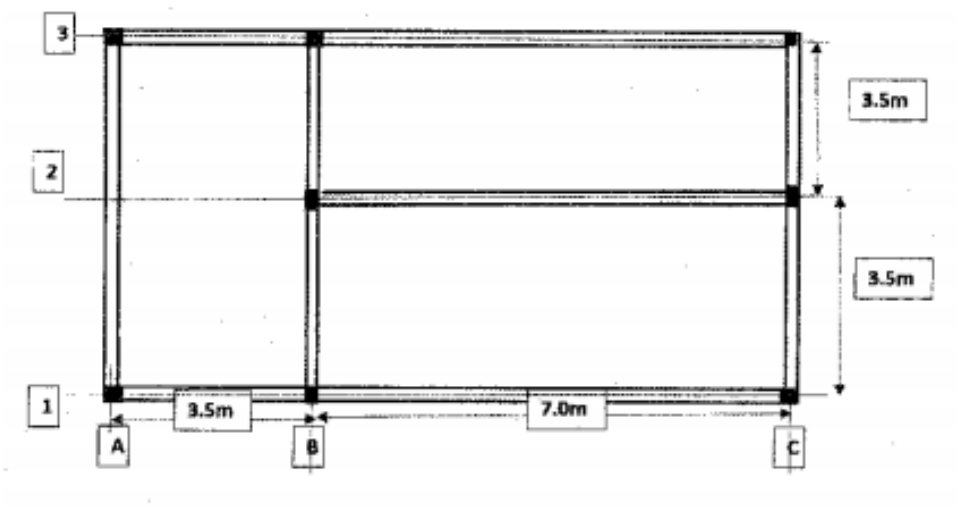

Figure 1
**The above drawing in figure 1 shows the slab, columns and beams arrangements of a two story building with roof slab. Plan and loading conditions are identical for both slabs. Q1, Q2 and Q3 are related to the Figure 1 and take following details for the calculations:**
**Q2) Design the beam on Grid 2 from B to C shown in the above figure 1 and do the relevant checks25. Mention clearly the references of the code and assumptions made by you.**
**a) In the above figure 1, calculate the axial load on the column B1 at the ground floor level.**